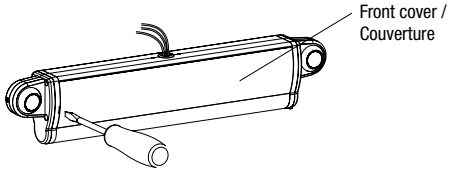

Fig. 1
2. Use a screwdriver open the front cover(See Fig.1).
2. À l'aide d'un tournevis, ouvrez le capot avant (voir fig. 1).